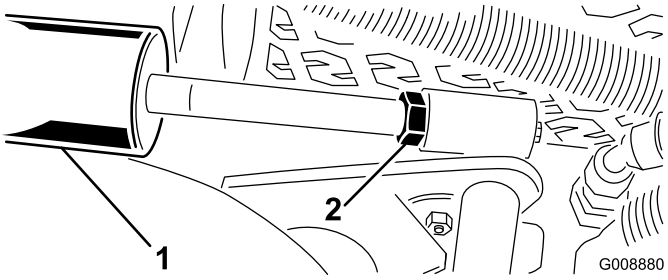

**Figur 14**
A. Sänk klippenheterna och flytta kontramuttern bakåt på cylindern (Figur 14).